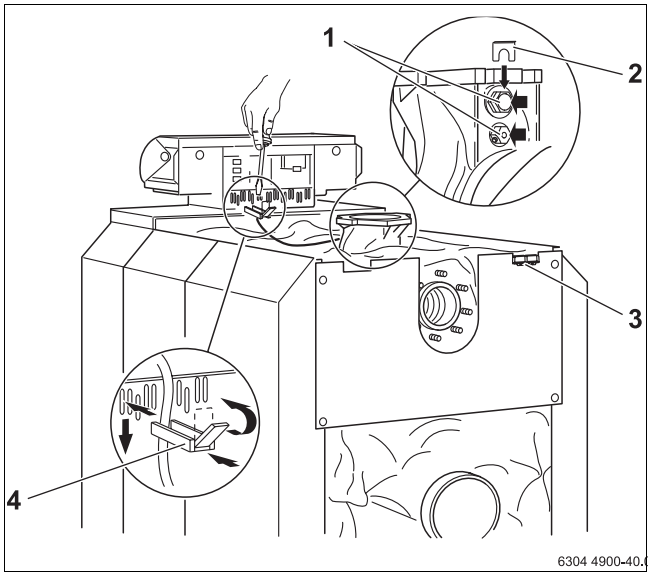

Bild 52 Elektrische Verbindungsleitungen befestigen
- Die Fühler in die entsprechende Tauchhülse einführen und mit der jeweiligen Fühlersicherung sichern (Lupenansicht in → Bild 52 ist um 180° gedreht).